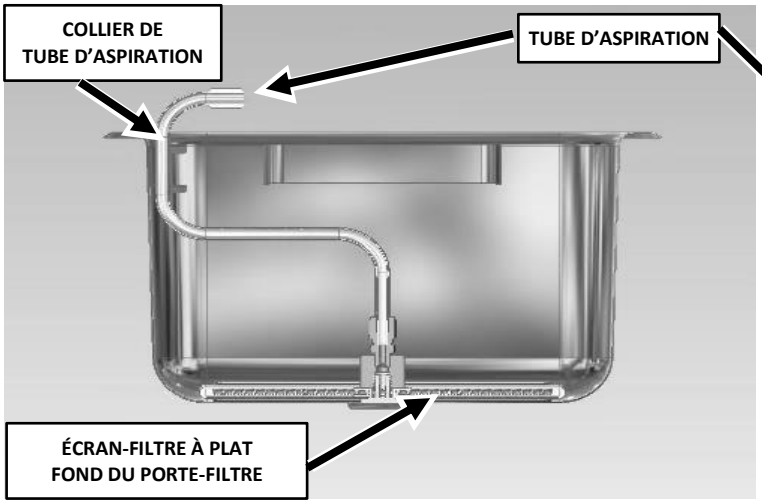

Fig. 1
- Alignez avec soin la buse du tube d'aspiration pour l'accoupler avec le bloc-prise d'huile fixé au châssis de la batterie de friteuses. Fermez le tiroir du porte-filtre. Voir les Figures 1, 2 3 et 4.